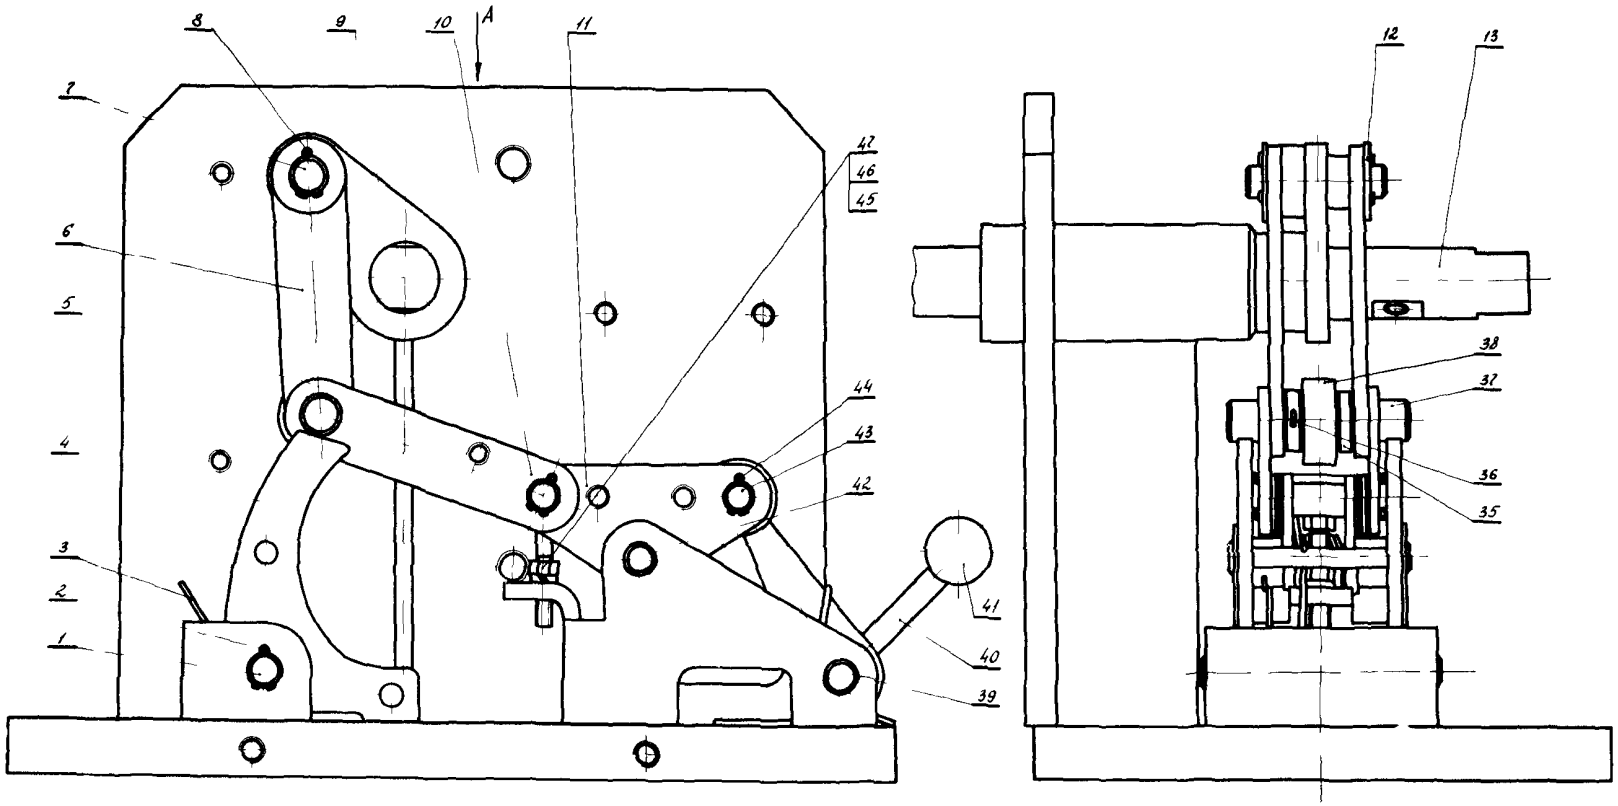

Рис.2. Шкаф с приводом:
01.6. Осмотреть шкаф с приводом (рис.2), очистить его от пыли. Обратить внимание на состояние уплотнений, отсутствие подтеков, вмятин и механических повреждений.